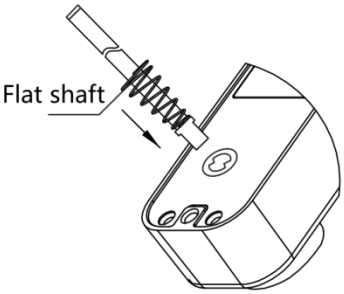

FIG7D
3) Inserire un'estremità dell'albero piatto con la molla di bloccaggio nel foro circolare della serratura del pannello frontale (come mostrato in Fig. 7D).